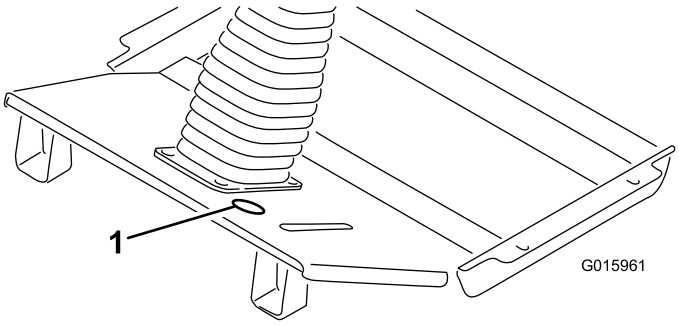

Figur 3
1. Fjern utstøterpluggen mellom bremsepedalen og rattstammen i gulvplaten (Figur 3). Hvis gulvplaten ikke har en utstøterplugg, fortsett til neste trinn for boreinstruksjoner.